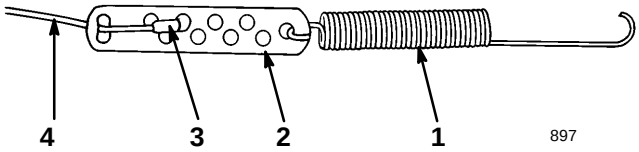

Figur 11
2. Fäst kabeländen på kabeljusteringen enligt Figur 11.